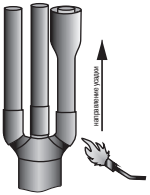

Рисунок 10
4.15 Надеть на каждую жилу трекингостойкую трубку таким образом, чтобы нижний край трубки заходил на палец перчатки до упора и усадить, начиная с основания пальцев. После усадки по торцам трубок должен быть виден выступивший расплавленный клей (рисунок 10).